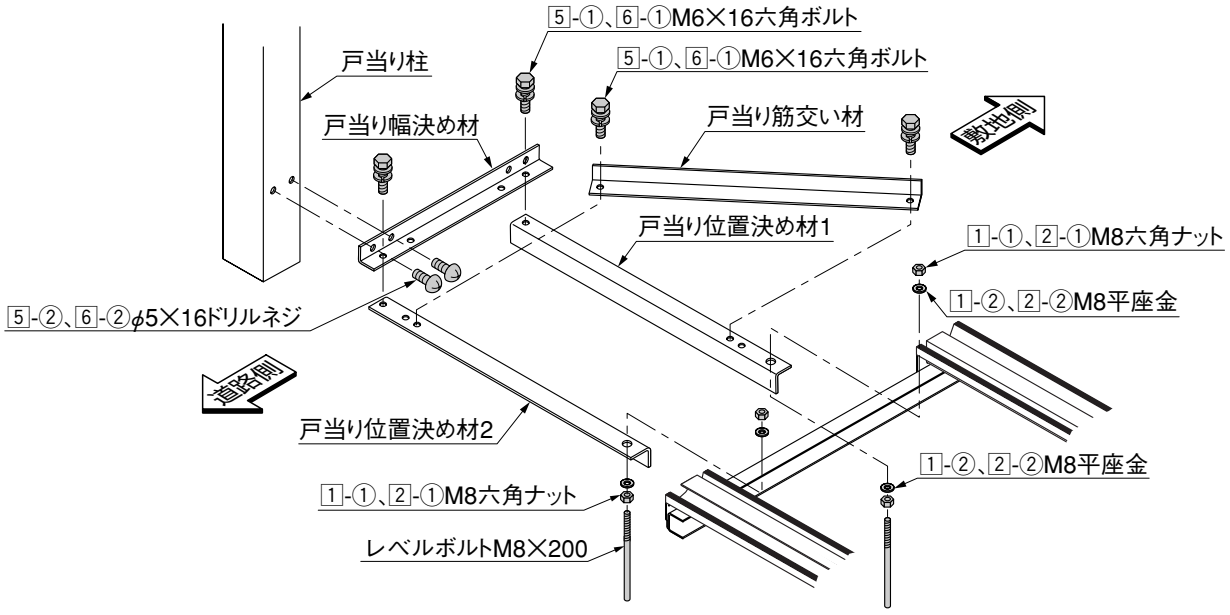
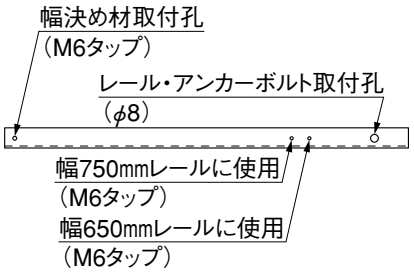
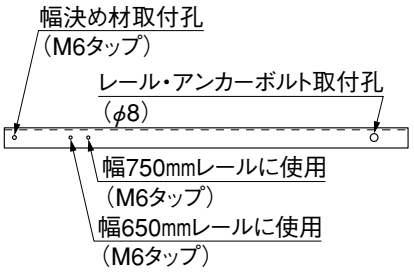
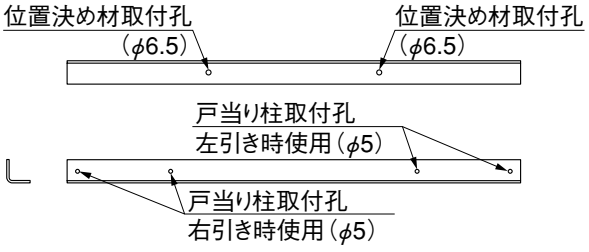

図4-6
図4-7　位置決め材1
図4-8　位置決め材2
図4-9　戸当り幅決め材
❶片引き仕様のレール戸当り端部にレベルボルト、1-①（2-①）、1-②（2-①）で戸当り位置決め材1、戸当り位置決め材2を取付けてください。（図4-6参照）
❷戸当り筋交い材を図4-7、図4-8を参照して戸当り位置決め材に5-①（6-①）で取付けてください。（図4-6参照）
❸戸当り幅決め材を戸当り位置決め材に5-①（6-①）で取付けてください。（図4-6参照）
❹戸当り柱を図4-6、図4-9を参照して、戸当り幅決め材に5-②（6-②）で取付けてください。（図4-6参照）